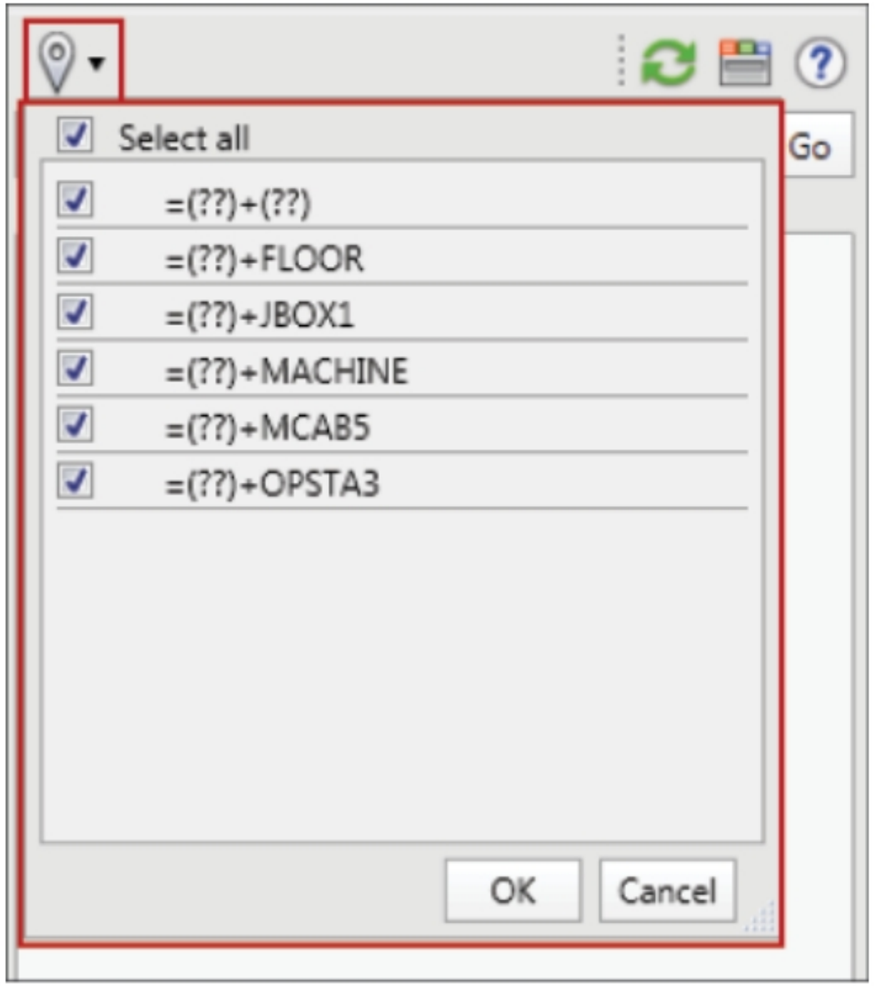

Figure-44. Drop-box for filtering installations and locations
- Click on the **Filter by Installation and Location** button. A drop-box will be displayed; refer to Figure-44.